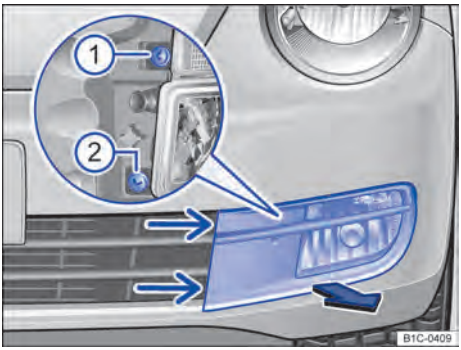
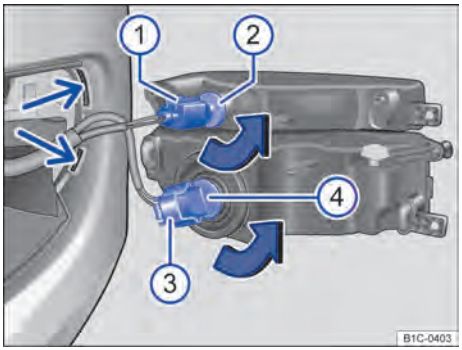

Fig. 179 No para-choque dianteiro à esquerda: desinstalar o farol.
Fig. 180 Substituir a lâmpada incandescente do farol.
Lanterna dianteira dos indicadores de direção ⇒ Fig. 180 ②	**Farol de neblina / farol direcional ④**
2.	Empurrar a cobertura nos encaixes ⇒ Fig. 179 (setas finas) com o gancho extrator das ferramentas de bordo ⇒ Página 285 um pouco para frente até que os encaixes se soltem.
3.	Puxar a cobertura, iniciando por dentro, para frente no sentido da seta ⇒ Fig. 179.
4.	Desaparafusar os parafusos de fixação ① e ② com a chave de fenda das ferramentas de bordo ⇒ Página 285.
5.	Rebater o farol um pouco para frente e removê-lo do alojamento lateral ⇒ Fig. 180 (setas pequenas).
6.	Destravar e retirar o conector ①.	Destravar e retirar o conector ③.
7.	Girar o suporte da lâmpada ② no sentido da seta para a esquerda até o batente e, com a lâmpada incandescente, retirar para trás.	Girar o suporte da lâmpada ④ no sentido da seta para a esquerda até o batente e, com a lâmpada incandescente, retirar para trás.
10.	Encaixar o conector ① no suporte da lâmpada ②. O conector precisa encaixar audivelmente.	Encaixar o conector ③ no suporte da lâmpada ④. O conector precisa encaixar audivelmente.
11.	Encaixar o farol no alojamento ⇒ Fig. 180 (setas pequenas) e rebater para trás.
12.	Apertar os parafusos de fixação ⇒ Fig. 179 ① e ② com a chave de fenda.
13.	Encaixar a cobertura no para-choque, começando por fora ⇒ Fig. 179.